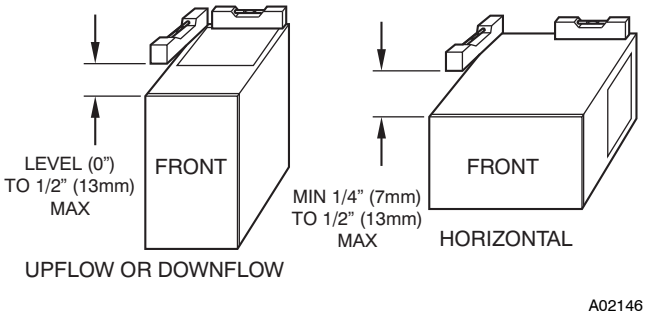

**Fig. 14 - Proper Condensate Drainage**
**NOTE**: For upflow/downflow applications install furnace so that it is level or pitched forward within 1/2-in. (13 mm) for proper furnace operation. For horizontal applications pitch 1/4-in. (6 mm) minimum to 1/2-in. (13 mm) maximum forward to ensure proper condensate drainage from secondary heat exchangers. (See Fig. 14.)